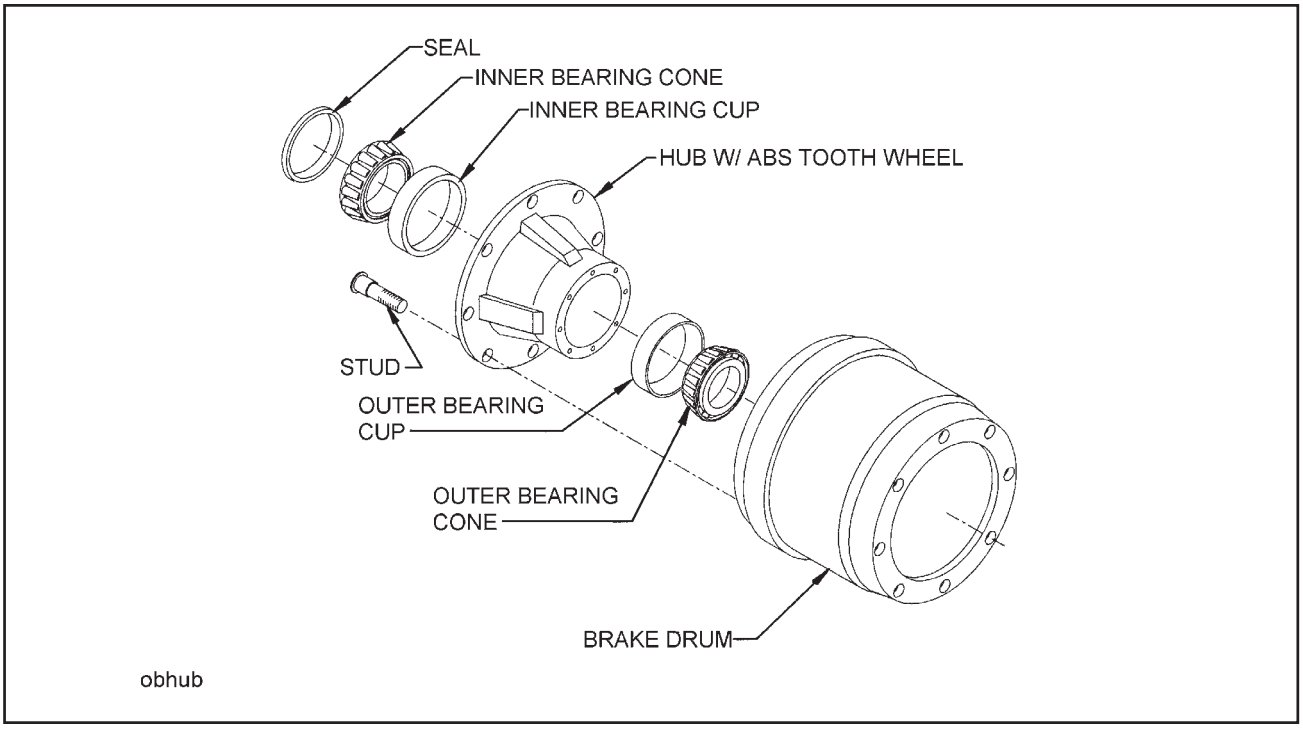

Figure 4-17 Outboard Mount Hub and Drum
4-9.5 Replace the hub and drum as follows **(See Figure 4-17):**
a. Remove the brake drum **(See Figure 4-17)**. It may be necessary to release the slack adjuster.
i. Place the drum over the hub and brake shoes being careful not to damage the threads on the studs **(See Figure 4-17)**. Make sure the drum seats flat against the hub flange and mates properly with the hub pilot. There should be no interference between the brake drum pilot chamfer and the corner radius on the hub. If interference exists, the hub will not be able to function properly.